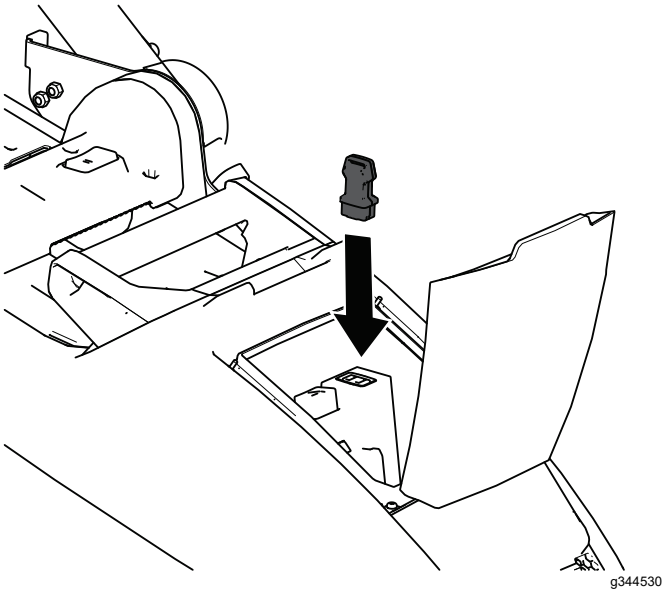

Figura 10
2. Instale la llave de seguridad en la máquina (Figura 10).
1. Suelte la barra de control de la cuchilla (Figura 10).
2. Retire la llave de seguridad de la máquina (Figura 10).